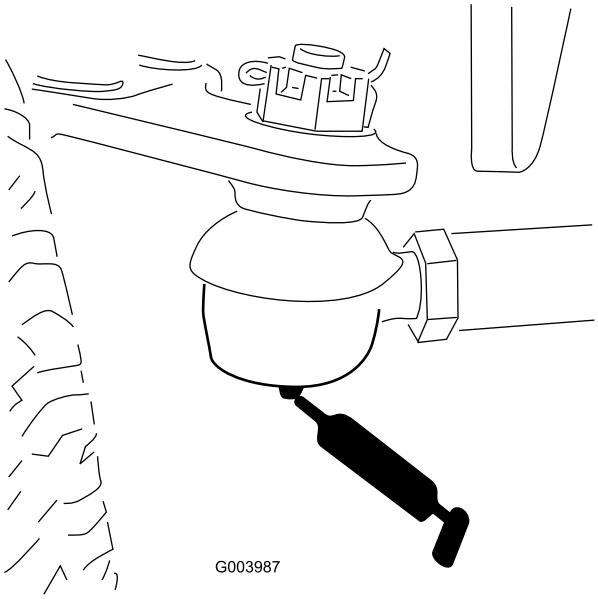

Figur 57
- Bakaxelns dragstång (2) (Figur 57)